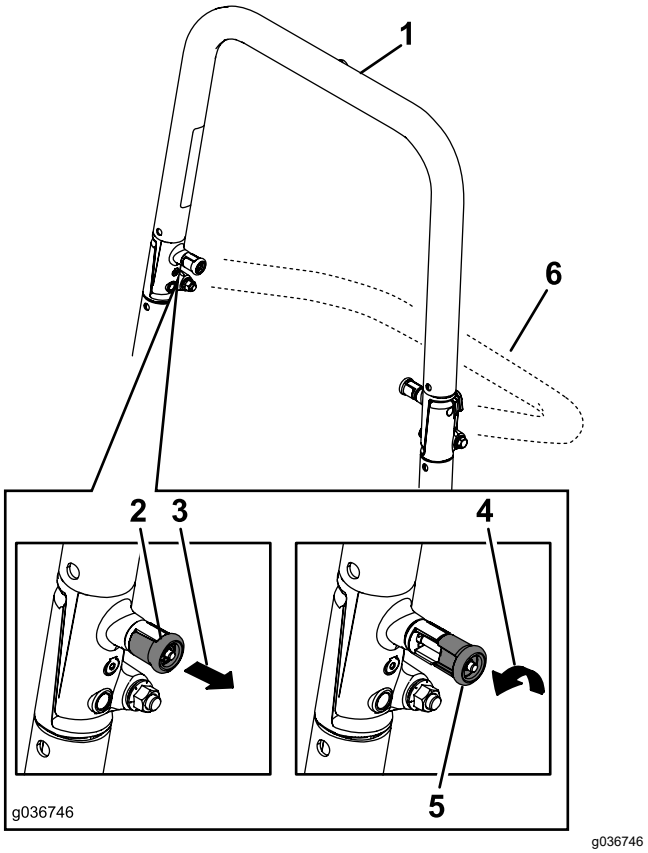

**Figur 8**
2. Dra ut begge knottene og vri dem 90 grader, slik at de ikke låser (Figur 8).
3. Senk veltebøylen til senket stilling (Figur 8).
1. Dra veltebøylen opp til driftsstillingen og vri på knottene til de går delvis inn i rillene (Figur 8).
2. Dra veltebøylen helt opp mens du skyver den øvre veltebøylen slik at pinnene går i lås når hullene stemmer overens med pinnene (Figur 8).